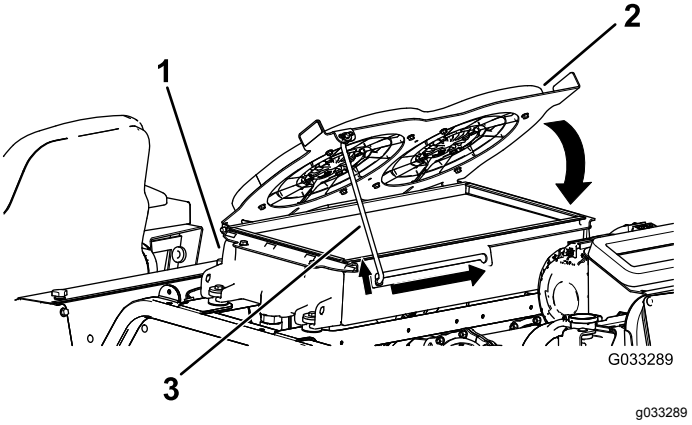

Figur 110
4. Sving de hydrauliske kjølevifter nedover og lås støttestangen i hakket (Figur 110).